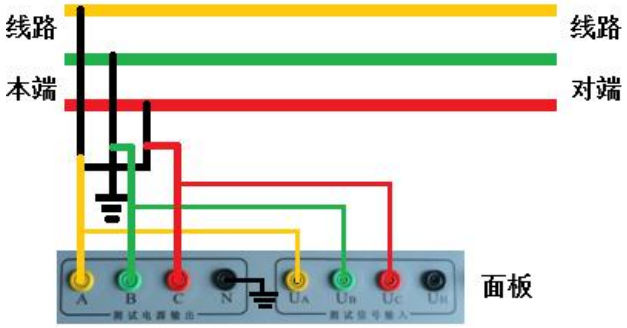

图 6-4 将黄、绿、红夹子分别夹到 A、B、C 线路的引下线上
g. 将黄、绿、红夹子分别夹到 A、B、C 线路的引下线上，如图 6-4；